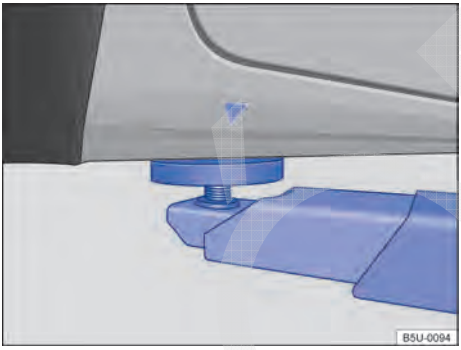
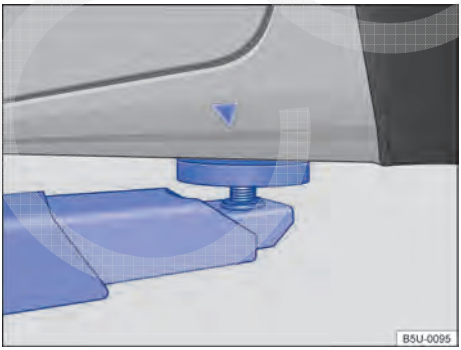

Fig. 147 Pontos de apoio dianteiros para a suspensão com plataforma elevatória ou com macaco.
Fig. 148 Pontos de apoio traseiros para a suspensão com plataforma elevatória ou com macaco.
O veículo deve ser suspenso somente pelos pontos indicados nas figuras → Fig. 147 e → Fig. 148. Se o veículo não for suspenso pelos pontos indicados, podem ocorrer danos no veículo → ⓘ e ferimentos graves → ⚠.
- Suspender o veículo somente pelos pontos indicados nas figuras → Fig. 147 e → Fig. 148. Se o veículo não for suspenso pelos pontos indicados, o veículo poderá cair da plataforma elevatória quando, por exemplo, o motor ou a suspensão for desmontado.